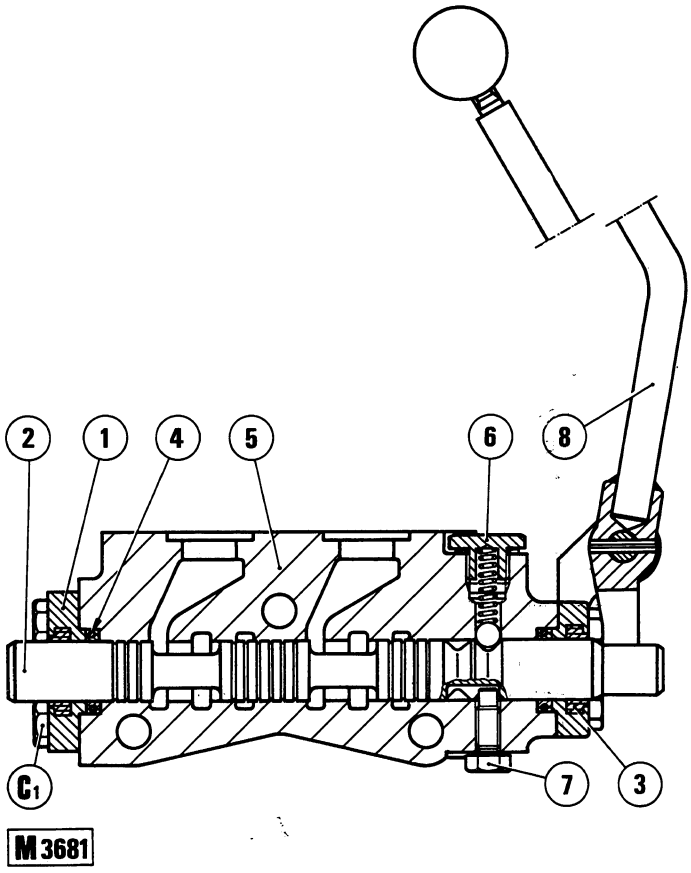

Fig. 15-30 - Longitudinal section through diverter valve.
Remove plug (6, fig. 15-30) and take out the detent spring and ball.
Ensure that seals (3 and 4, fig. 15-30) are in good condition.
Diverter valve reassembly is a straight reversal of the disassembly sequence, ensuring that spool (2, fig. 15-30) is correctly positioned relative to stop screw (7).